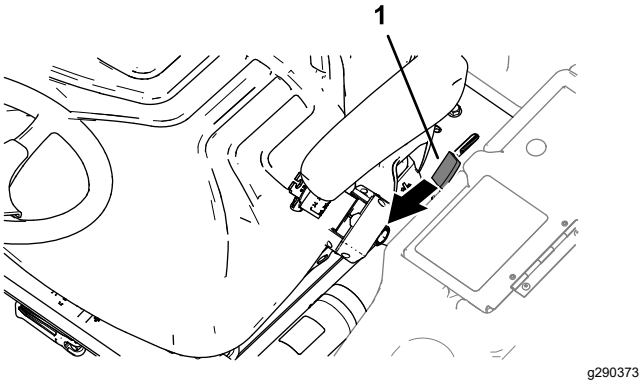

Figur 48
1. Flytt plattformlåsehåndtaket (Figur 48) mot fronten av maskinen til låsen går klar av låsestangen.